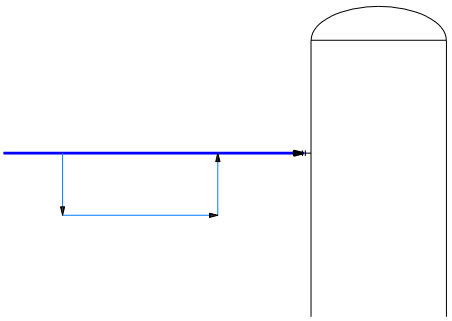

Figure 2-57 *Loop created on the previous line*
3. Choose **Secondary Line Segment** from the **Lines** tab in the **TOOL PALETTES - P&ID PIP** and create the loop, as shown in Figure 2-57.